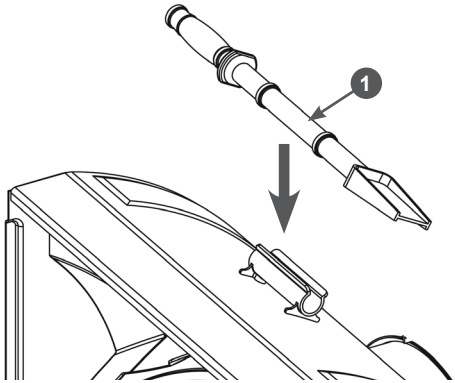

Рис. 42 Расположение лопатки для очистки
3. Для очистки всегда используйте специальную лопатку, а не руки. Лопатка 1 прикреплена к верхней части кожуха шнеков (Рис. 42).